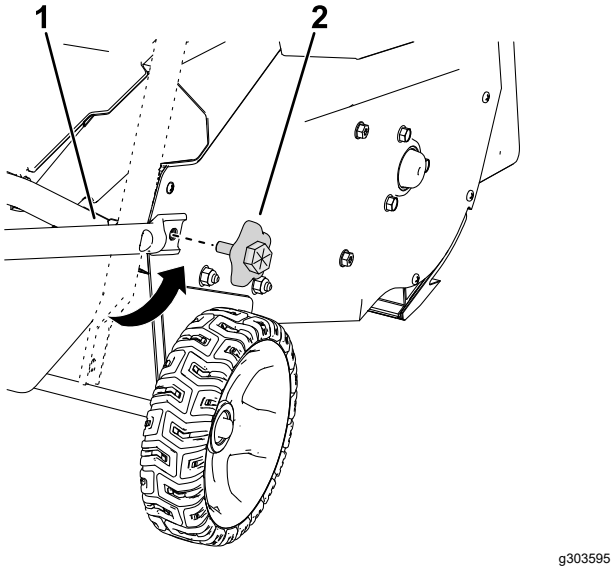

Figur 5
5. Flytt det nedre håndtaket på plass, og monter de nedre håndtakene som vist i Figur 5.